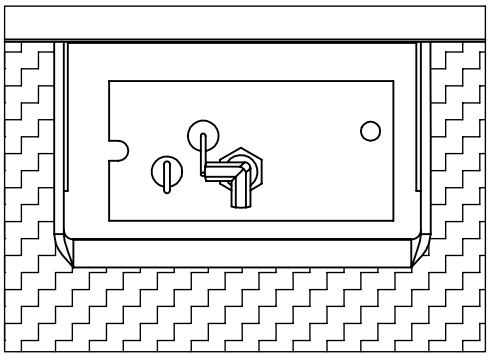

Figure 23. Ignitor assembly beside the burner (Shield Hidden).
10. Reinstall the burner, porcelain panels, glass tray, glass material, and glass door. Also refer to SECONDARY INSTALLATION - FIREBOX LINER & BURNER TRAY REMOVAL/INSTALLATION in your Owner's Manual. When re-installing the burner, ensure that the burner to pilot hood relationship is similar to what is shown in Figure 23.
3 ft (0.9 m)	Clearance above the highest point where it passes through a roof surface, refer to Figure 23.
24 in (0.6 m)	Clearance above a roof ridge, any other portion of a building, or any other obstruction within a horizontal distance of 10 feet (3 m), refer to Figure 23.